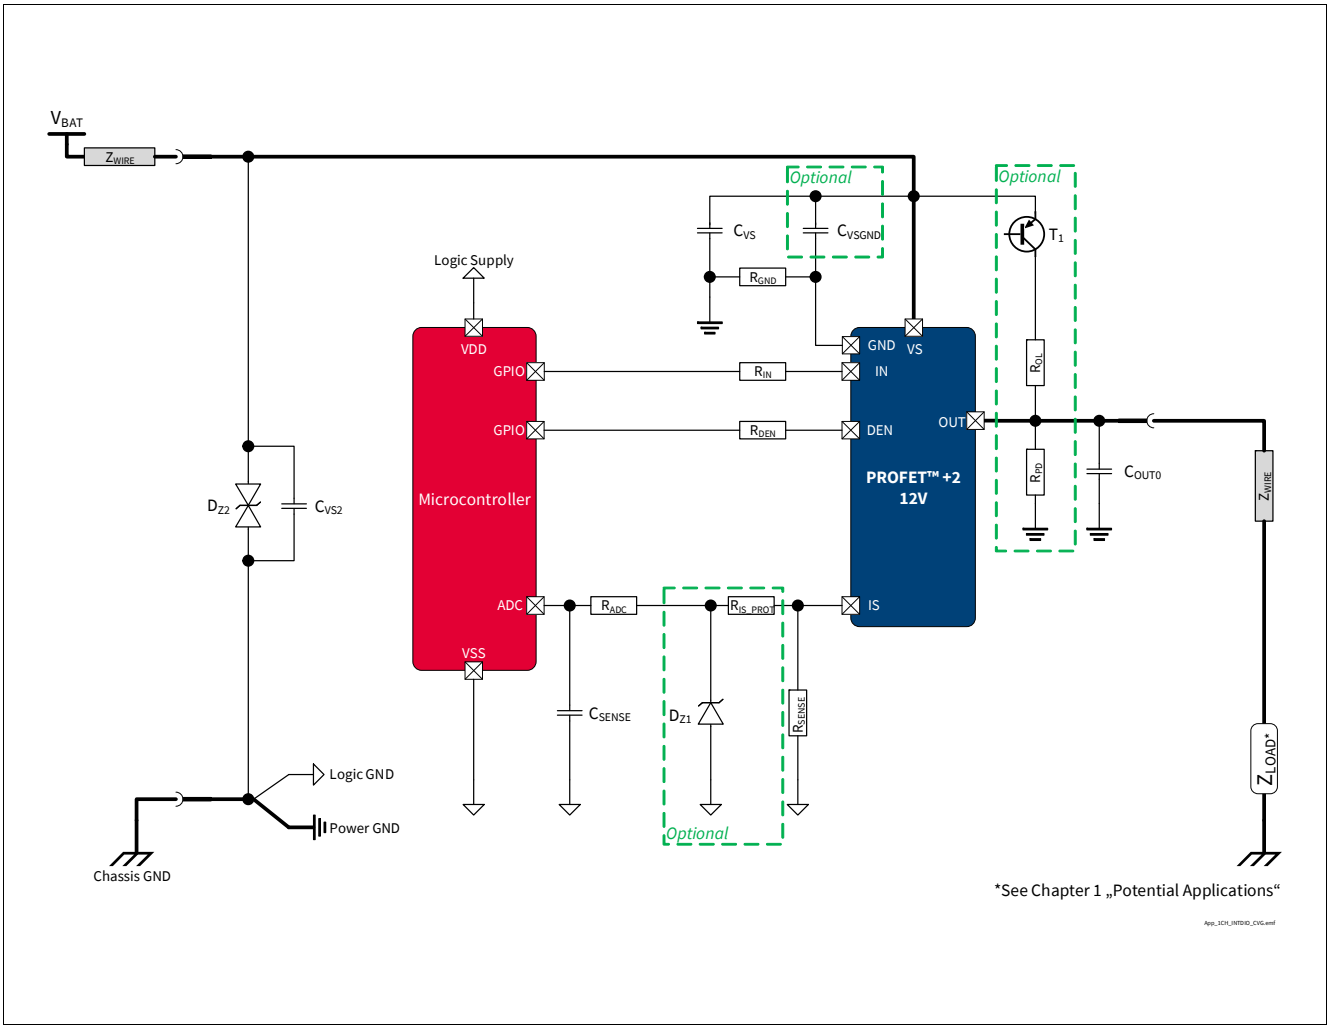

Figure 42 BTS7010-1EPA Application Diagram
1.02, 2019-10-15	P_8.7.2.1, P_8.7.2.7, P_8.7.2.8 updated (added in Note or Test Condition: link to **Figure 25**) P_7.5.2.4, P_7.5.2.5 updated (added in Note or Test Condition: DEN = “low”; link to **Figure 19**) P_7.5.2.12 updated (added in Note or Test Condition: see **Figure 21**) P_8.7.2.6 updated (added in Note or Test Condition: see **Figure 26**) P_9.7.2.1 updated (added in Note or Test Condition: See **Figure 34**) P_9.7.2.6 updated (Min./Max.: -45%/+45% → -34.5%/+34.5%) P_9.7.2.9 updated (Min./Max.: -38%/+38% → -25.5%/+25.5%) P_9.7.2.12 updated (Min./Max.: -34%/+34% → -22.5%/+22.5%) P_9.7.2.15 updated (Min./Max.: -22%/+22% → -13.0%/+13.0%) P_9.7.2.17 updated (Min./Max.: -9%/+9% → -8.1%/+8.1%) P_9.7.2.19 updated (Min./Max.: -6%/+6% → -4.6%/+4.6%) P_9.7.2.21 updated (Min./Max.: -5%/+5% → -3.9%/+3.9%) P_7.5.2.11 updated (added in Note or Test Condition: see **Figure 19**) P_4.2.2.6 updated (Max.: 13.5 mJ → 17 mJ) **Figure 1**, **Figure 42** updated **Chapter 1** updated (or LED equivalent → or equivalent electronic loads (e.g. LED modules)) P_4.3.0.7 added **Table 23** updated **Chapter 5.1** updated (added: see **Chapter 10** for the complete application setup overview)